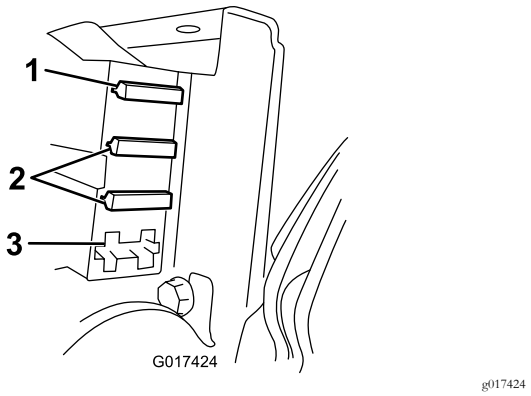

Rysunek 42
3. Sprawdź bezpieczniki w sekcji bezpieczników (Rysunek 42).
- Jeżeli którykolwiek z nich jest przepalony, wymień go na bezpiecznik o odpowiednim napięciu i prądzie (Rysunek 42).